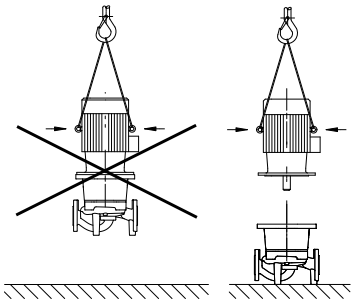

Fig. 7: Transport av motorn
- **Transportöglorna på motorn får endast användas för att lyfta motorn, inte hela pumpen (Fig. 7).**